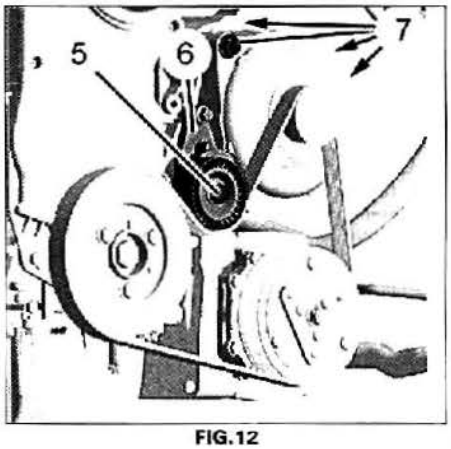

FIG.12
- Destensar la correa arrastrando el rodillo tensor (6) por el tornillo (5) en sentido antihorario **(fig. 12)**.